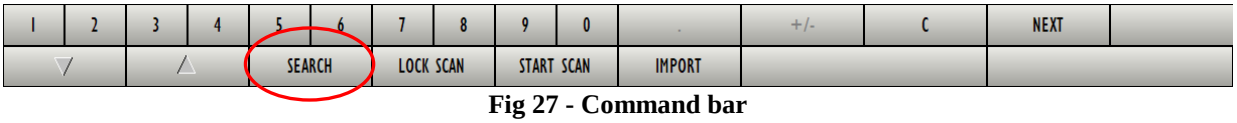

Fig 27 - Command bar
- click the **Search** button on the command bar (Fig 27).